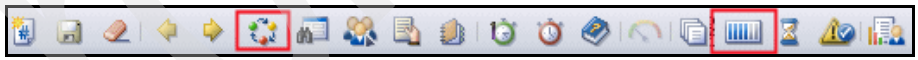

Figure 4-15 Changing the status to In Progress
1. Change the status to In Progress: Use the *in Progress* status when you start working on the service request. To do this, click the **Change Status** or **Service Request in progress** icon, as shown in Figure 4-15.